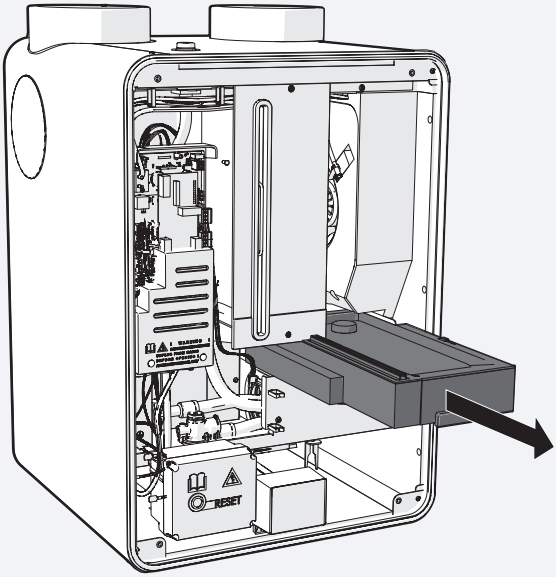

*Figuur 46 Het verwijderen van de lekbak uit de Modul-AIR.*
**4.** Trek de lekbak voorzichtig uit de Modul-AIR (figuur 46).